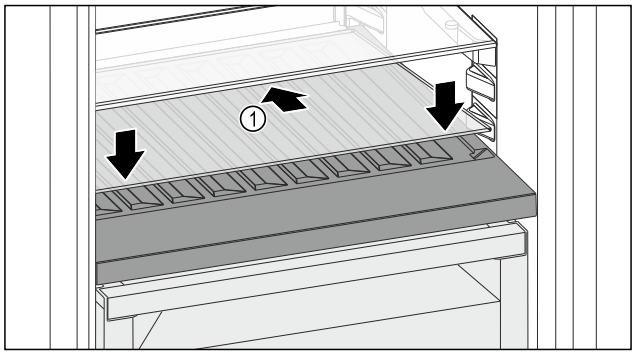

Fig. 154
▶ Place the glass shelf *Fig. 154 (1)* at an angle, sloping it downwards and backwards.
▶ Lower the glass shelf *Fig. 154 (1)* at the front.